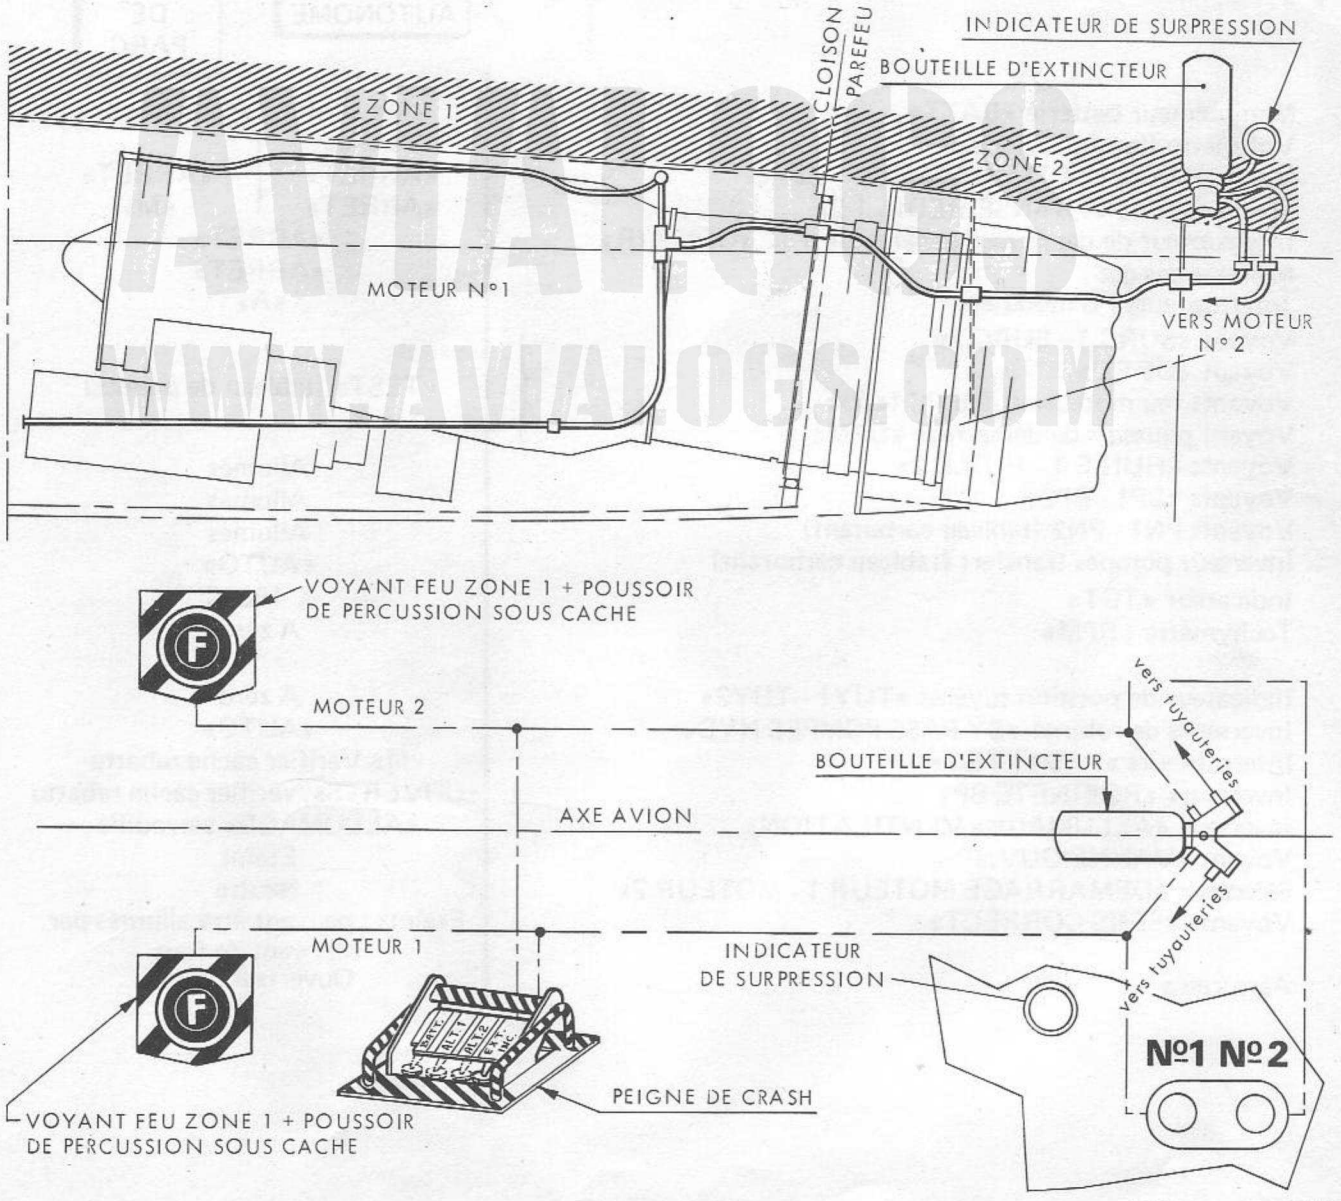

FIGURE 10 - SYSTEME D'EXTINCTION
4.2.10.3 - Système d'extinction (Fig. 10)